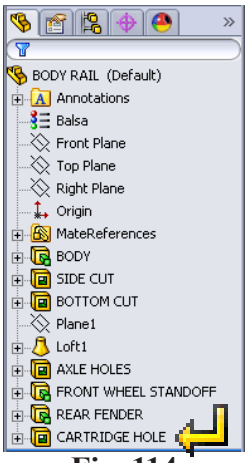

Fig. 114
Step 1. In the Feature Manager drag the **CARTRIDGE HOLE** below REAR FENDER feature, **Fig. 114** and **Fig. 115**.